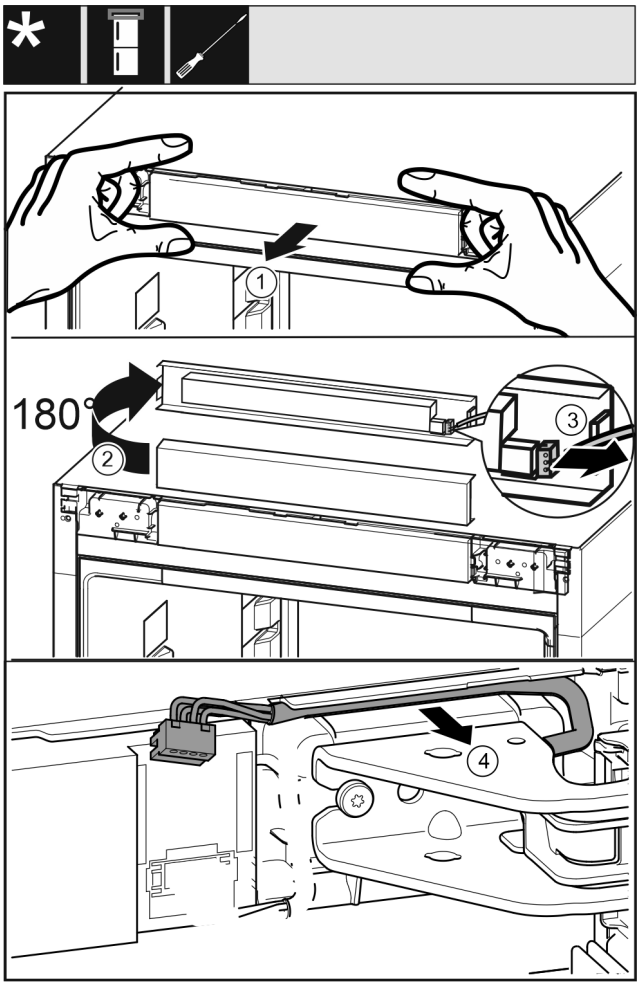

Fig. 23
- ▶ Panel *Fig. 23 (1)* opatrně povolte směrem dopředu.
- ▶ Panel *Fig. 23 (2)* otočte o 180° nahoru.
- ▶ Západku *Fig. 23 (3)* zatlačte dozadu a opatrně vytáhněte zástrčku.
- ▶ Kabel *Fig. 23 (4)* nad stojanem ložiska opatrně uvolněte z vedení.